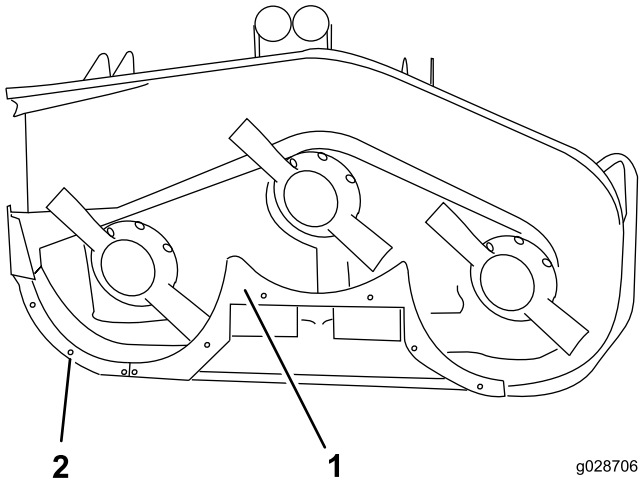

Figura 10
8. Posizionate il piano posteriore sul piatto di taglio (Figura 10).
10. Montate il piano posteriore sul piatto di taglio con 4 viti a testa cilindrica (3/8-16 x 1 poll.) e 4 rondelle di bloccaggio (Figura 10).
12. Fissate il deflettore al bordo del piatto di taglio con 2 viti a testa cilindrica (1/4-20 x 3/4 poll.) e 2 dadi di bloccaggio (Figura 10).
13. Allineate il piano destro con l'estremità del deflettore centrale e il bordo del piatto (Figura 10).